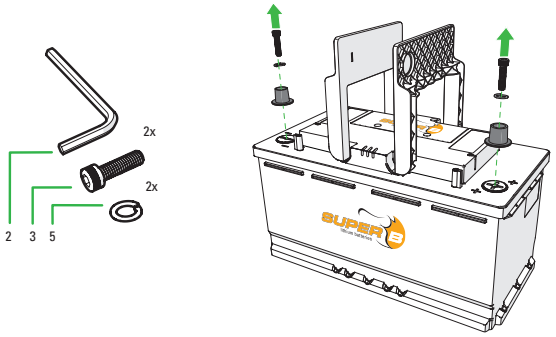

Abbildung 6. Entfernen Sie die Kfz-Batteriepole.
1. Entfernen Sie die Kfz-Polklemmen. Abbildung 6)